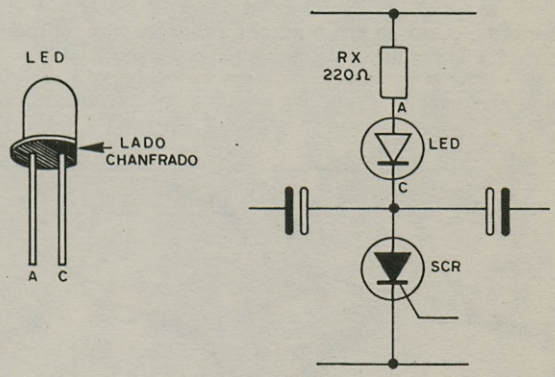

Figura 12
d) A soldagem das lâmpadas pode ser feita diretamente em sua rosca ou então, podem ser usados soquetes especiais. Para o caso de serem usadas lâmpadas de maior consumo, como por exemplo lâmpadas de lanterna que normalmente tem consumos de 250 à 500 mA, será necessário o uso de uma fonte de alimentação mais potente, formada por pilhas grandes. Para o caso de serem usados leds, cuja ligação, é feita como mostra a figura 12, o consumo sendo muito mais baixo permite a utilização de pilhas pequenas na fonte.